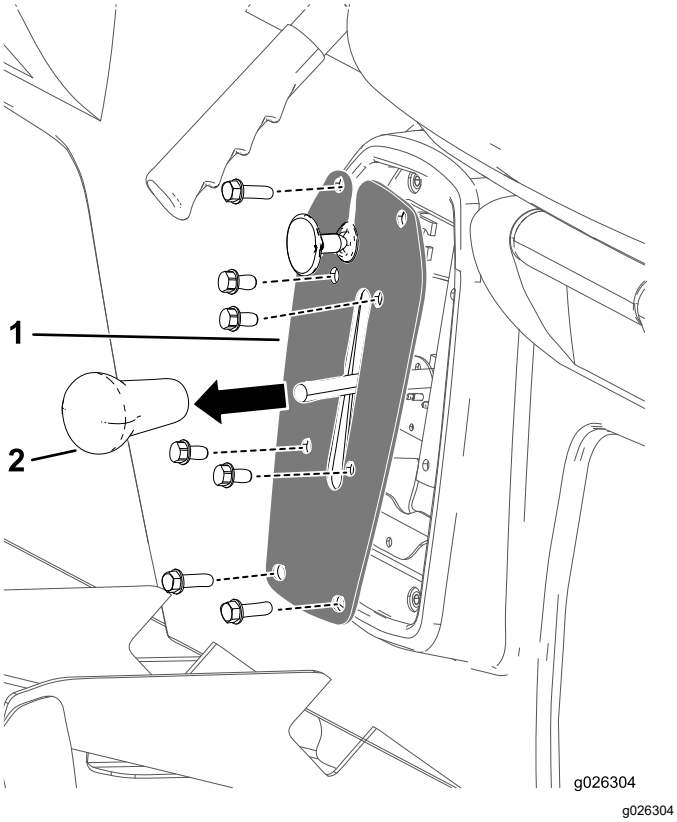

Figur 45
1. Fjern grebet fra gearstangen (Figur 45).
2. Afmonter de fire bolte, der fastgør skiftepladen til skiftebeslaget (Figur 45).
3. Afmonter de fire bolte, der fastgør skiftepladen til sædesoklen, og afmonter skiftepladen (Figur 45).
4. Skru grebet fra gearstangen, og stram grebet med hånden (Figur 45).